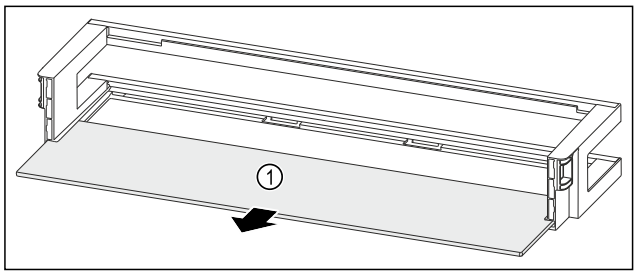

Fig. 238 Raft montat pe ușă cu raft
▶ Extrageți raftul *Fig. 238 (1)*.